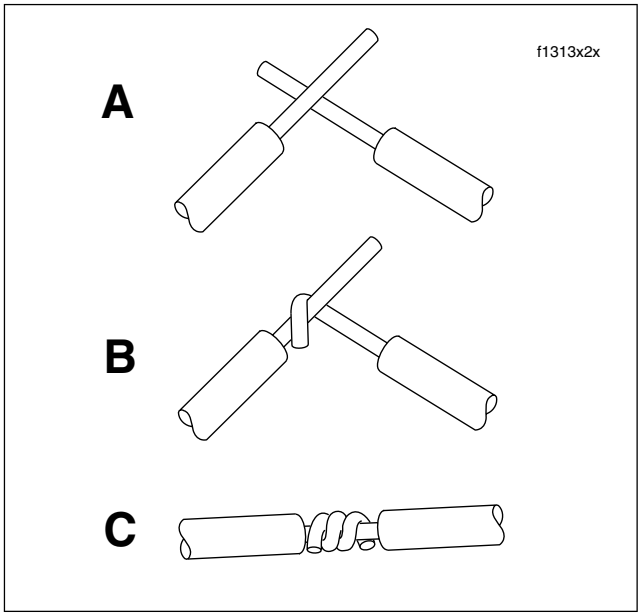

Figure 8-112. Splice Switch Wires
a. Hold the wires so that the stripped ends cross as shown in A of Figure 8-112. Note that the wire on the left is on top and two-thirds of its stripped length lies beyond the point where they intersect. Looking at the other wire, only 1/3 of its stripped length lies beyond the intersection point.
b. Holding the wires together at their juncture, start the splice by tightly twisting the top one-third length of the right hand wire over the left as shown in B of Figure 8-112.
c. Tightly coil the remaining two-thirds of the left hand wire around the right with the results shown in C of Figure 8-112.